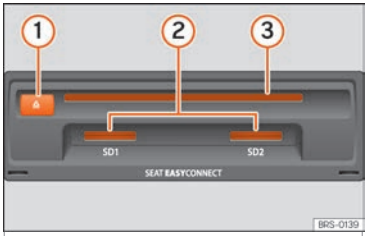

Fig. 216 Ranuras para soportes de datos en la guantera.
- Inserte un CD o DVD en la ranura ››› **fig. 216** ③ hasta que el equipo lo introduzca automáticamente.
Introducir la tarjeta de memoria compatible con la esquina recortada primero y con la rotulación hacia arriba (contactos hacia abajo), en la ranura ››› **fig. 216** ②, hasta que encastre.